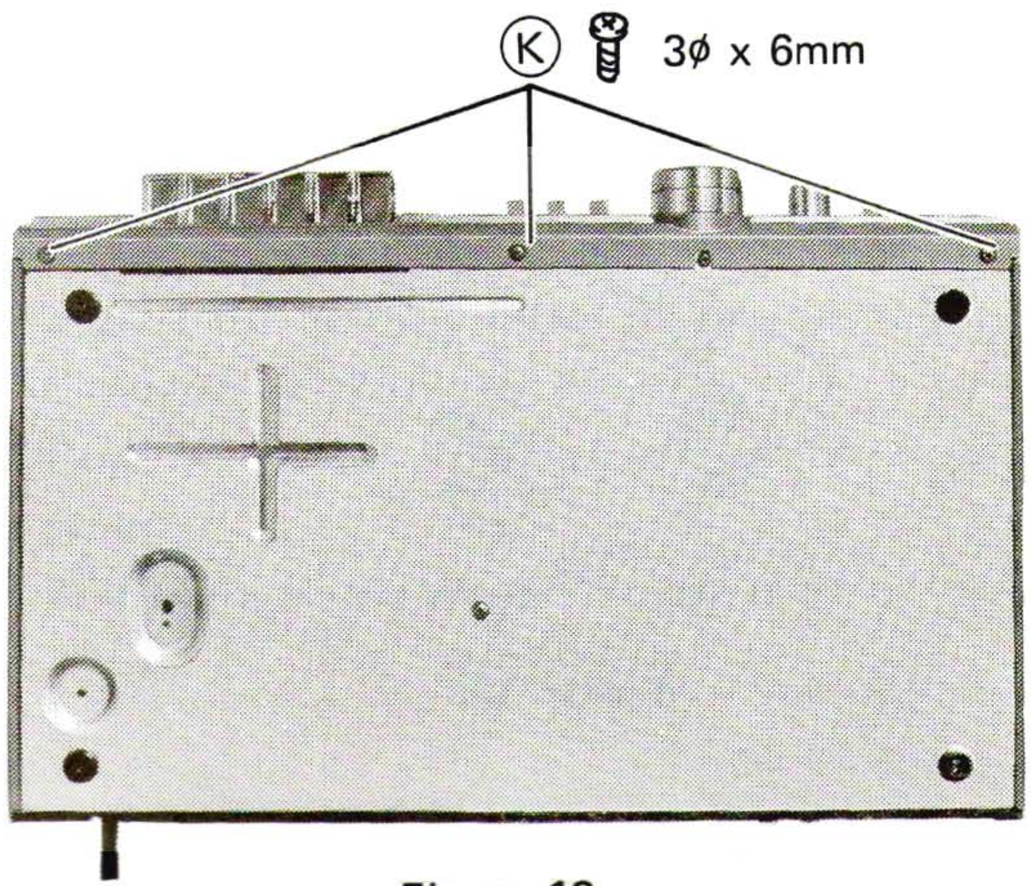

Figure 13.
3. Remove 3 screws (K) (3ϕ x 6mm) which secure the panel to the bottom board. (See figure 13.)